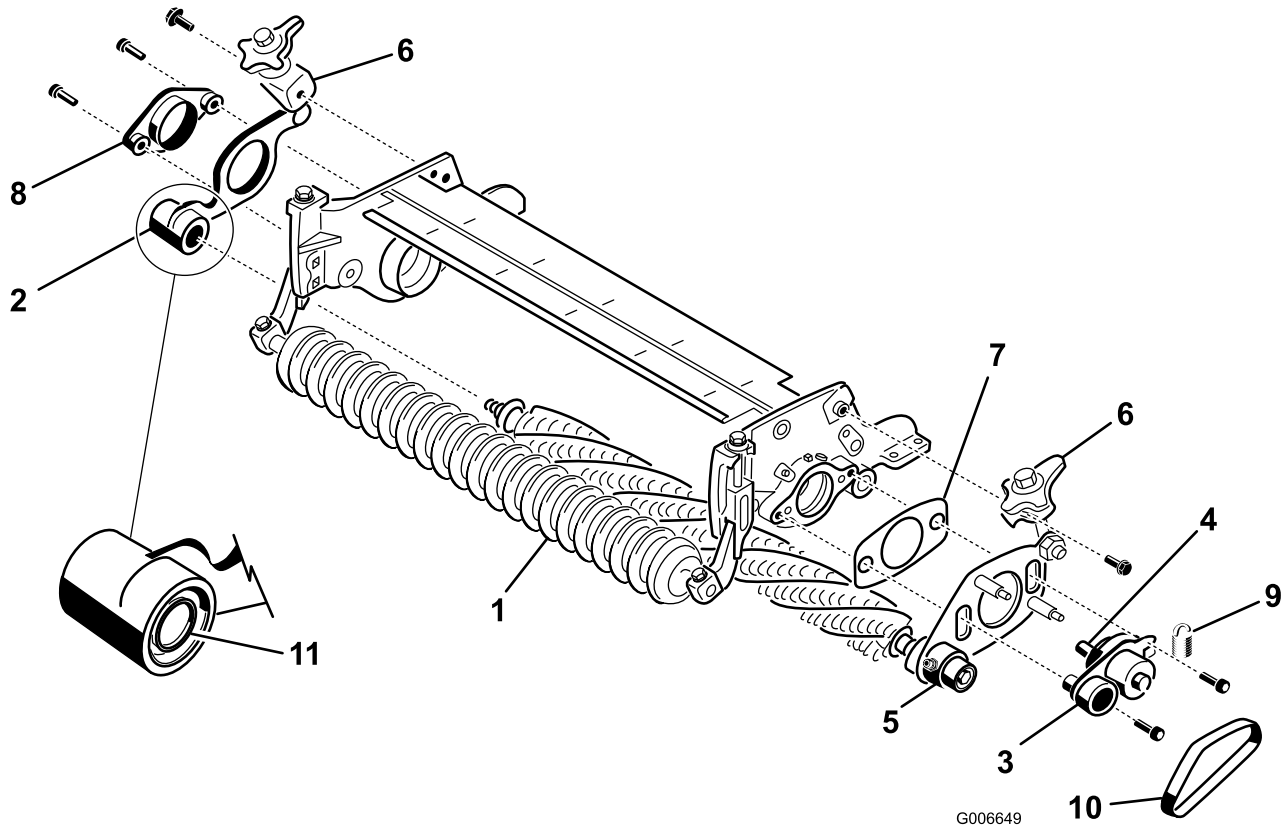

図 9
14. グルーマアセンブリの**非駆動側**に、グルーマプレートを取り付ける クイックアップレバーをグルーマシャフトアセンブリから離して取り付けること図 9。
16. 3/8 x 1 in ソケットヘットねじ2本を使って、カッティングユニットの駆動側にピボットハブ、クイックアップレバー付き駆動側グルーマプレート、およびシムを、取り付ける図 9。取り付ける前に、ネジ山部分にロクタイト青を塗りつける。
17. グルーマシャフトに非駆動側グルーマプレートを取り付ける図 9。シールスプリングを落とさないように注意すること。
18. 3/8 x 1 in ソケットヘッドねじ2本を使って、非駆動側ピボットハブを、カッティングユニットのサイドプレートに取り付ける図 9。取り付ける前に、ネジ山部分にロクタイト青を塗りつける。
20. 3/8 x 3/4 in フランジヘッドボルトを使って、クイックアップレバーアセンブリをサイドプレートに取り付ける図 9。
21. プーリにグルーマベルトを取り付ける図 9。ベルトのリブが、各プーリの溝にきちんとはまるように取り付けること。